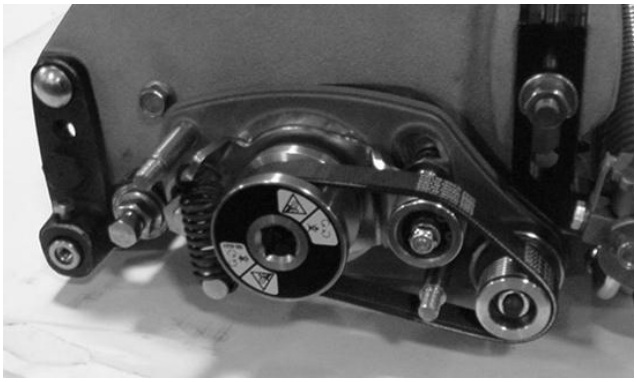

Figure 35
2. Remove the belt from driver pulley, idler pulley and driven pulley (Fig. 35).